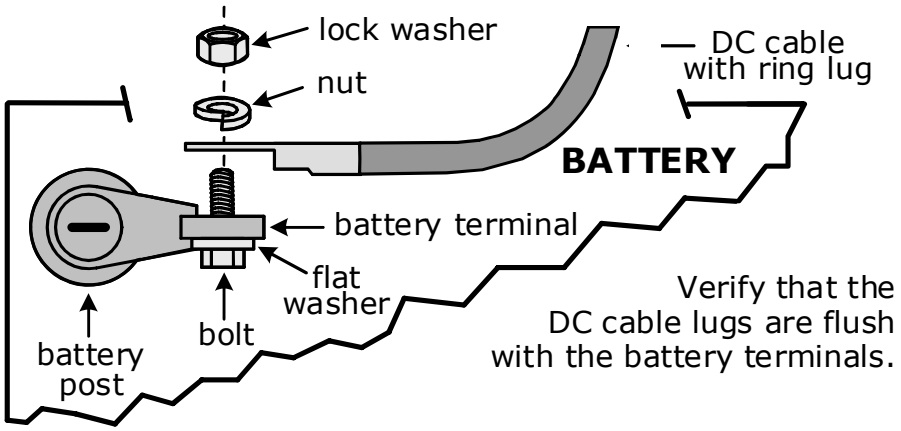
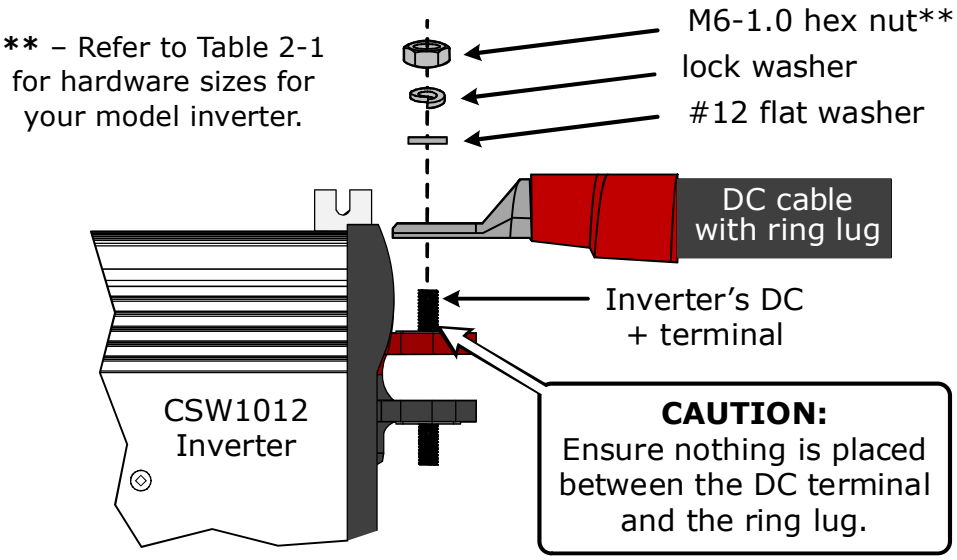

Figure 2-7, DC Cable to Battery Terminals
Figure 2-8, DC Cable to Inverter's DC Terminals
Do not put anything between the battery cable ring lug and the battery post (see Figure 2-7), or the flat metal part of the inverter's DC terminal (see Figure 2-8). When connecting the battery cable, it should be placed directly against the battery post or inverter terminal. Incorrectly installed hardware causes a high resistance connection which could lead to poor inverter performance, and may melt the cable and terminal connections. See Table 2-1 for the torque requirements.
5. Ensure the DC wire connections (on batteries, inverter, and DC circuit breaker/fuse) are flush on the surface of the DC terminals, and all hardware stacked correctly (see Figures 2-7 and 2-8). Verify all DC connections on the inverter are torqued correctly (see Table 2-1), and the total cable distance from the inverter to the battery is within the requirement of Section 2.4.1 (DC Wire Sizing).